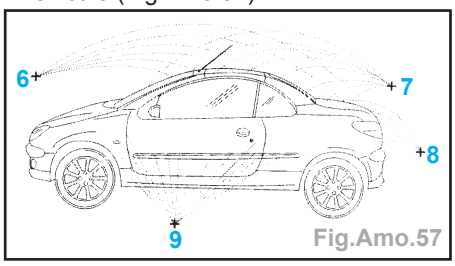

Fig.Amo.57
- Les points (6), (7), (8) sont à l'axe du véhicule (Fig.Amo.57).